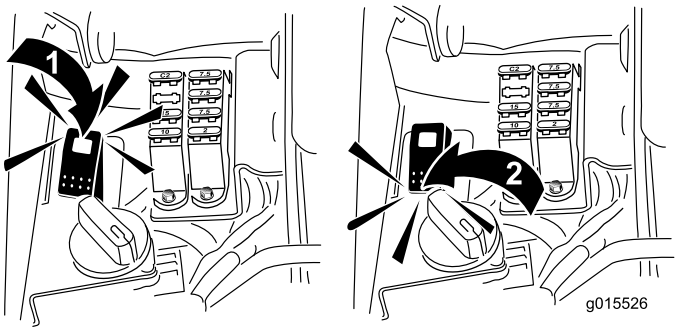

Figur 59
5. Drei slipebryteren til stillingen R (Figur 59).